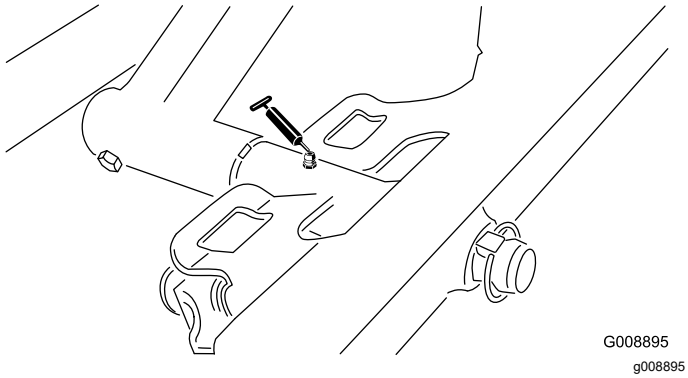

Figuur 46
- Draaipunt van voormaaidek (Figuur 46)